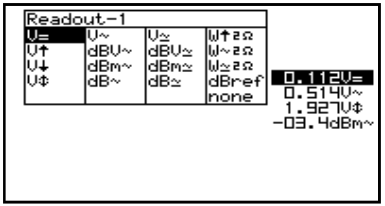

Fig 21
2. Press the cursorkeys to highlight the desired readout function for meter 1 readout. **(Fig. 21)**
2. Druk op de pijltoetsen voor het kiezen van de uitlezingfunctie van meter 1. **(fig 21)**
2. Utilisez les touches curseur pour choisir la fonction désirée pour ce premier appareil de mesure. **(fig 21)**